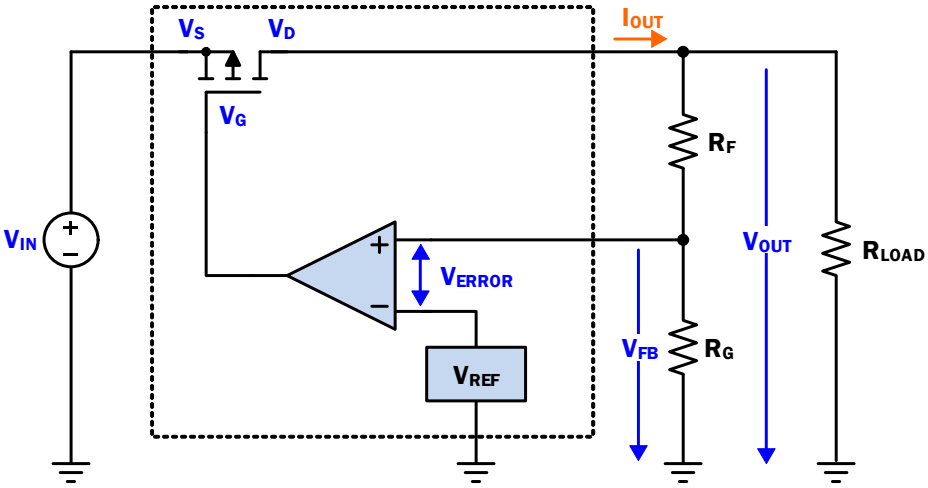

Figure 121. Simple PMOS LDO Regulator Block Diagram
Like the majority of LDOs with a PMOS pass transistor, the RAA214023 DC output voltage (V_{OUT}) regulation can be a modeled with a voltage reference (V_{REF}), PMOS pass-transistor, error amplifier and feedback (FB) resistors as shown in Figure 121.